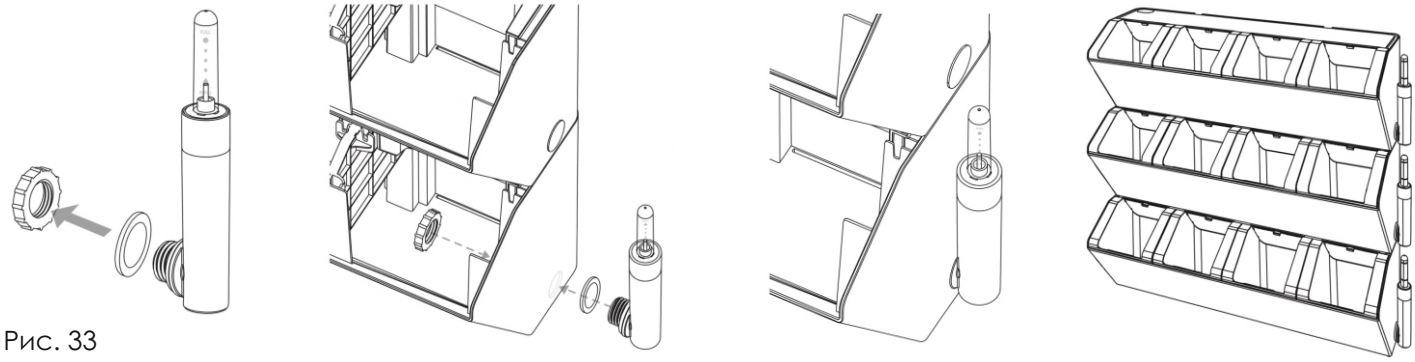

Рис. 33
- Вставьте индикатор уровня воды в отверстие на правой стенке модуля (убедитесь, что резиновый уплотнитель находится снаружи) и зафиксируйте его пластиковой гайкой изнутри, как показано на рисунке. См (рис.33)